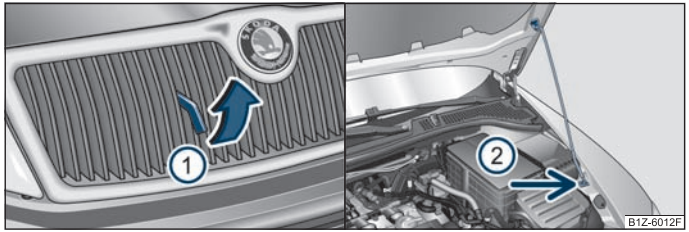

Fig. 121 Calandre: Levier de déverrouillage/verrouillage du capot-moteur avec béquille de capot-moteur
– Tirer sur le levier de déverrouillage dans le sens de la flèche (1) ⇒ fig. 121, le capot-moteur se déverrouille.
– Sortir la béquille de capot-moteur de son support et l'insérer dans l'ouverture prévue à cet effet (2).